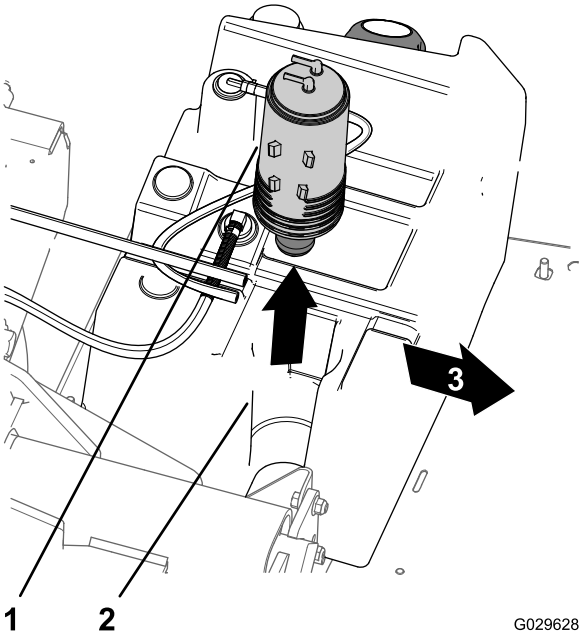

Figur 54
3. Løft karbonsylinderen fra karbonsylindermonteringen i drivstofftanken (Figur 54).
7. Før den nye karbonsylinderen inn i karbonsylindermonteringen i drivstofftanken med tømme- og drivstofftanktankniplene rettet bakover (Figur 54).